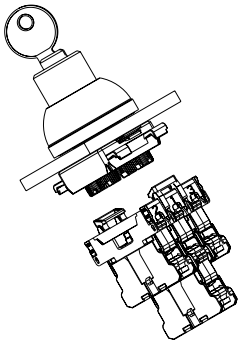

Rys. 5
2. Otwarcie zabezpieczenia styku i demontaż elementów stykowych (patrz rys. 5 i 6): Podnieść oba zabezpieczenia styku, aby odłączyć je od zatrzasku, a następnie odchylić o 90°. Dopiero potem można wymontować elementy stykowe.